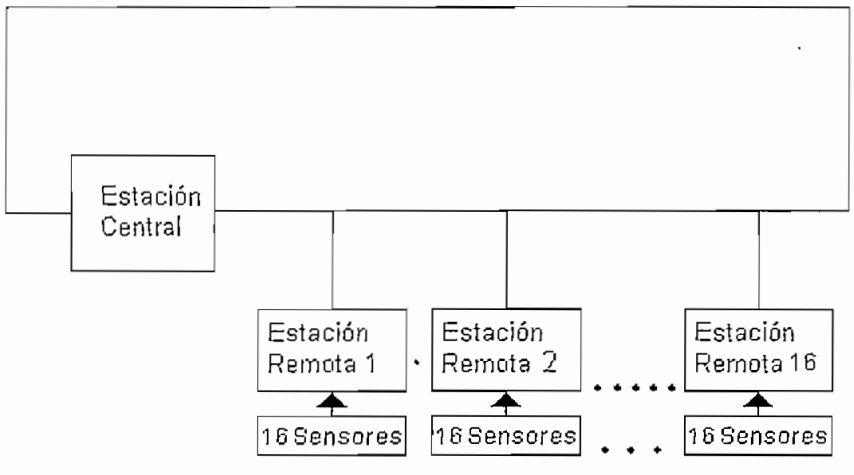

Figura 1.3
2) La Tesis "Concepción y diseño de un sistema de seguridad para la Facultad de Ingeniería Eléctrica de la Escuela Politécnica Nacional", se resume en el diagrama de bloques de la Figura 1.3.